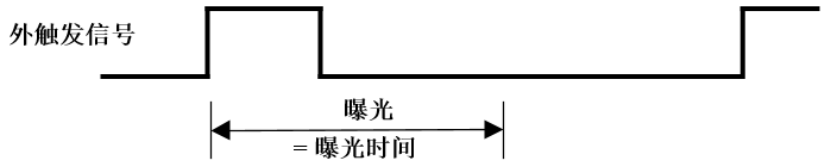

图 8-25 上升沿触发定时曝光模式时序图
- 如果启用上升沿触发，曝光会在触发信号上升时开始，一直持续到曝光时间结束，如图 8-25 所示